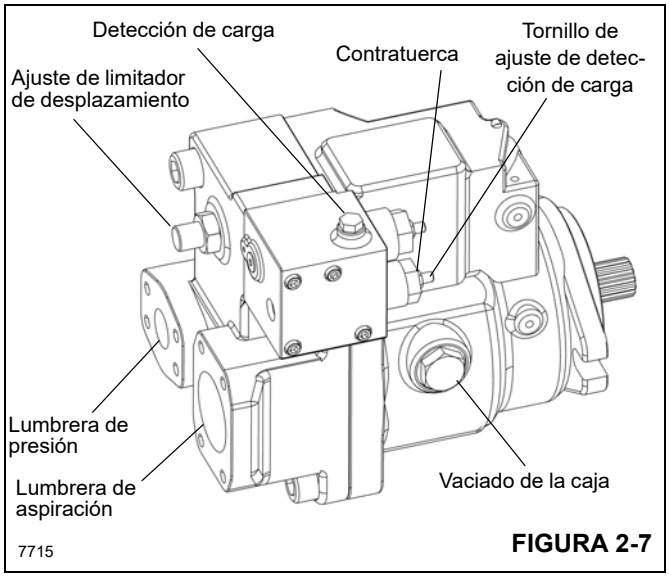

FIGURA 2-7
4. Si la presión de giro no es correcta, ajuste el alivio principal (Figura 2-7) de la siguiente manera: Afloje 1/2 vuelta la contratuerca y utilice una llave Allen de 4 mm para ajustar. Si se gira en sentido horario, se aumenta el ajuste. Cada vuelta representa 11 bar (153 psi). Asegúrese de apretar la contratuerca a 17.7 Nm (4 lb-pie) para fijar el ajuste.
3. Ajuste el tornillo de ajuste de LS (Figura 2-7) en la bomba hasta que el ajuste de la presión de margen de la bomba sea correcto.